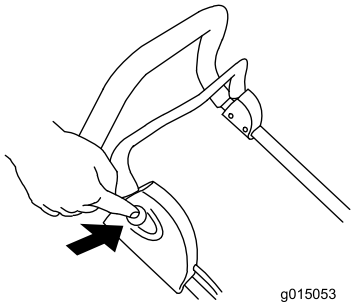

Figura 9
3. Premete il pulsante a destra della stegola e tenetelo premuto (Figura 9).